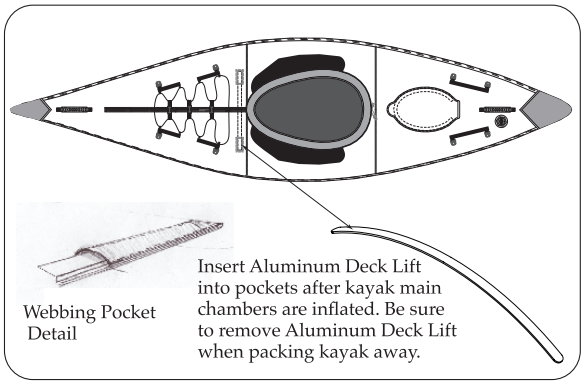

*Figure 3. Aluminium Deck Riser*
3. Making sure that the Aluminum Deck Lift is arching upward, insert each of the curved Aluminum Deck Lift into the webbing sleeves. *See figure 3*